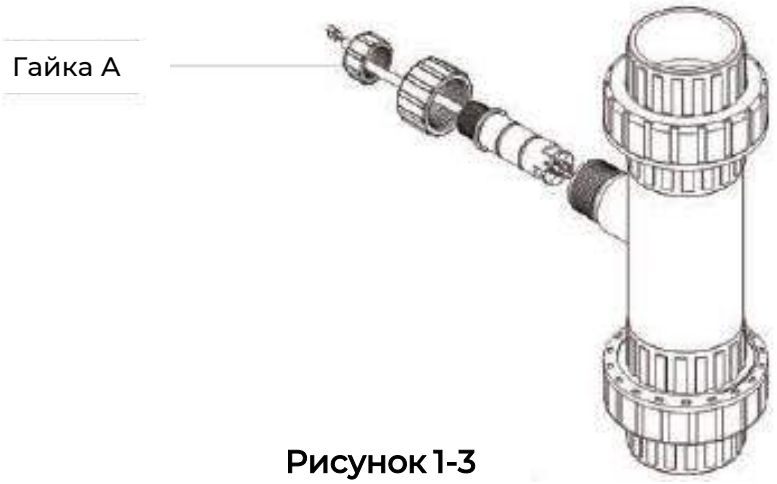

**Рисунок 1-3**
- После очистки, если крыльчатка снова свободно вращается вручную и диод работает нормально, можно продолжать использовать расходомер после подтверждения правильной установки (см. рисунок 1-3).